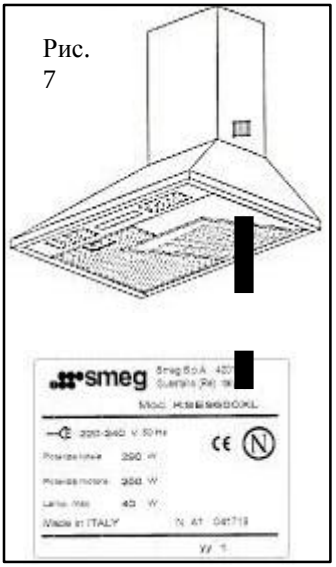

Рис. 7
Оставить свободным приемный клапан двигателя. Установить фильтры из активированного угля, как показано на рис. 7.
- **Модель (указана внутри вытяжки) (рис. 7)**